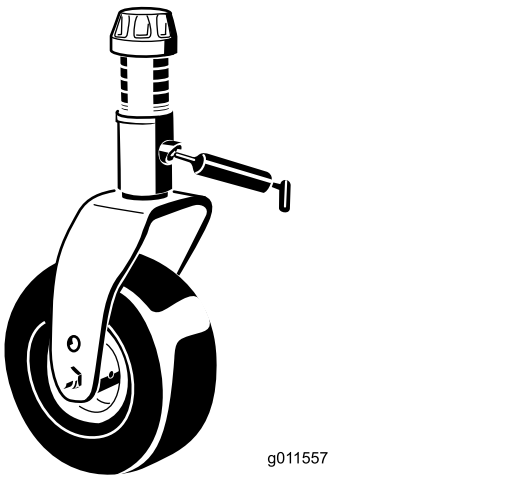

Figur 70
- Styrehjulsgaflens akselbøsning (1) (Figur 70)
- Styrearmens drejebøsninger (1) (placeret på styrearmen)